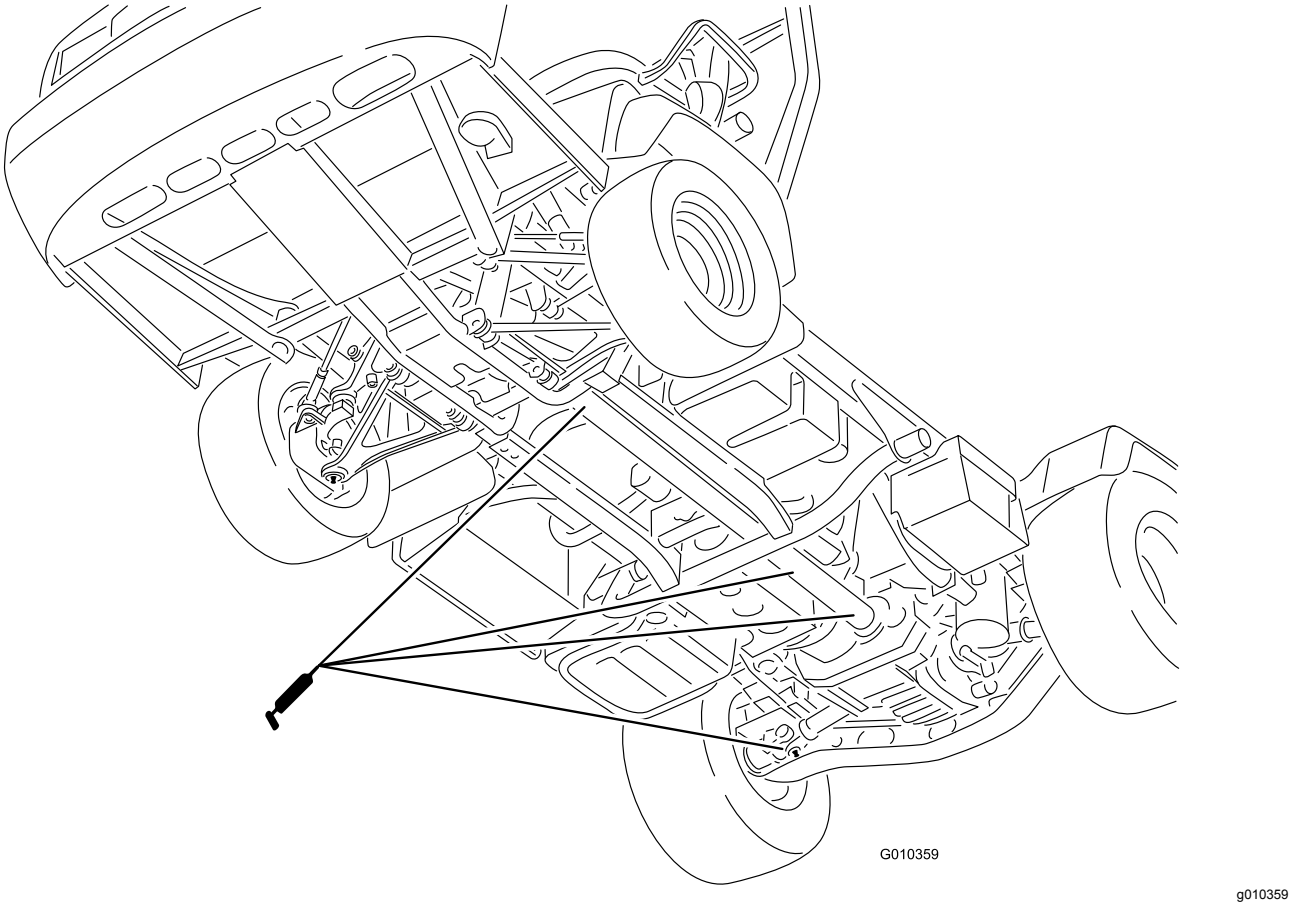

Figura 32
- **Giunto a U (18)**; fate riferimento alla Figura 32
- **Albero motore trazione integrale (3)**; fate riferimento alla Figura 32